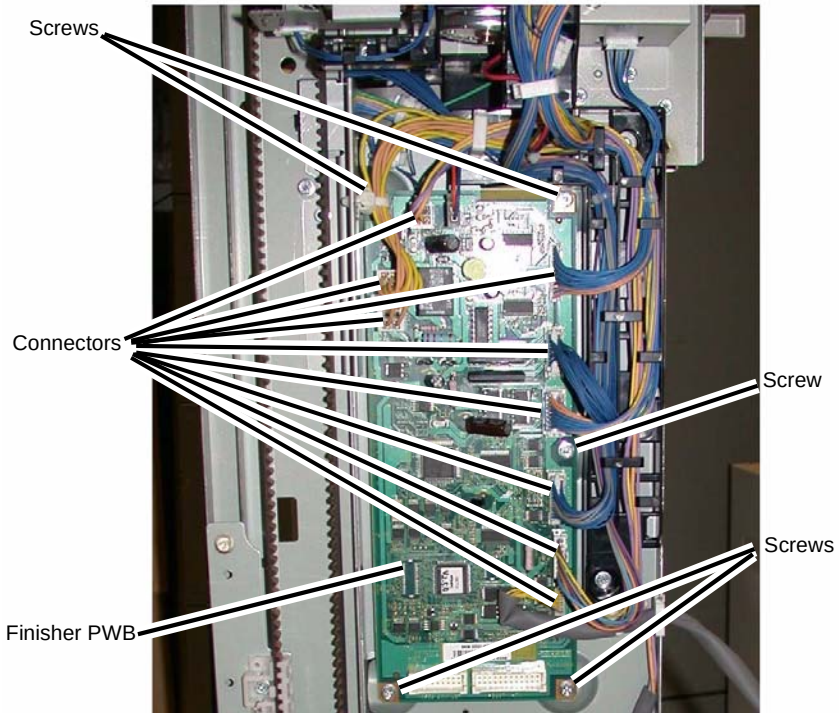

Figure 1 Removing the Finisher PWB
4. Remove the Finisher PWB (Figure 1).
a. Disconnect the Connectors (9).
b. Remove the Screws (5).